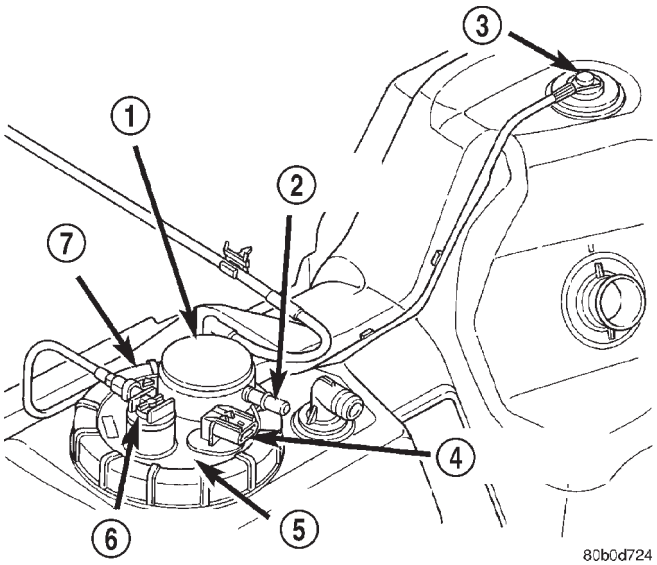
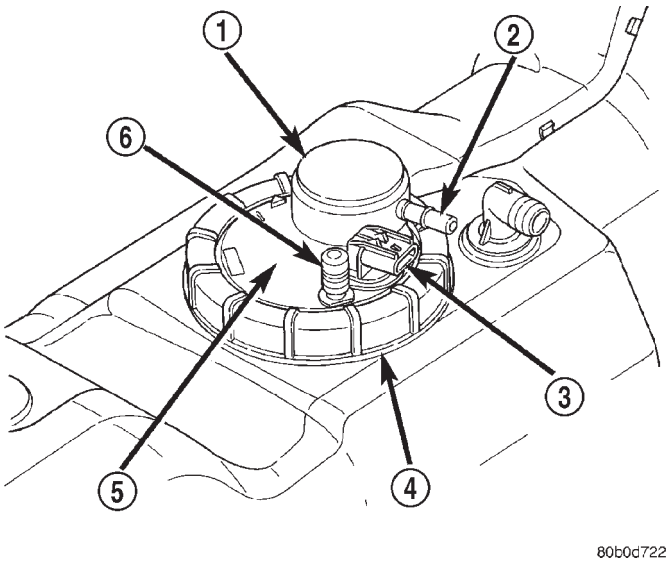
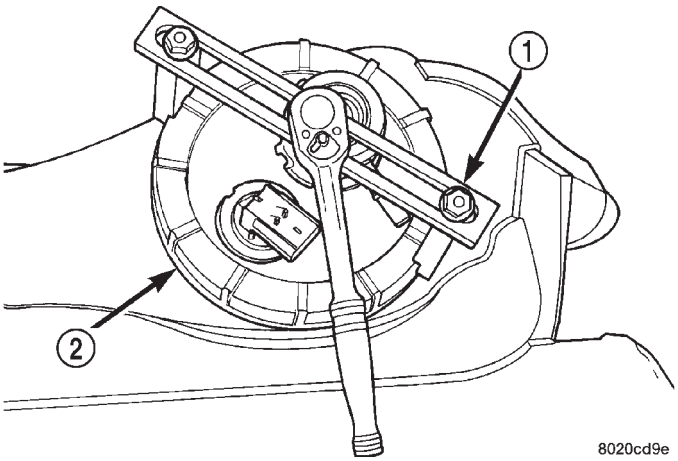

Fig. 19 Fuel Pump Module—26 or 34 Gallon Fuel Tank
Fig. 20 Fuel Pump Module—35 Gallon Fuel Tank
Fig. 21 Locknut Removal/Installation—TYPICAL
(1) Drain and remove fuel tank. Refer to Fuel Tank - All Engines in the Removal/Installation section.
(2) The plastic fuel pump module locknut is threaded onto fuel tank (Fig. 19) or (Fig. 20). Install Special Tool 6856 to locknut and remove locknut (Fig. 21). The fuel pump module will spring up when locknut is removed.
(3) Remove module from fuel tank.
(3) Rotate module until positioned as shown in (Fig. 19) or (Fig. 20). This step must be performed to prevent float from contacting side of fuel tank. Be sure fuel filter/fuel pressure regulator is pointed to drivers side of vehicle.
(4) Install Special Tool 6856 (Fig. 21) to locknut.
(5) Tighten locknut to 24– 44 N·m (18–32 ft. lbs.) torque.
(6) Install fuel tank. Refer to Fuel Tank - All Engines in the Removal/Installation section.